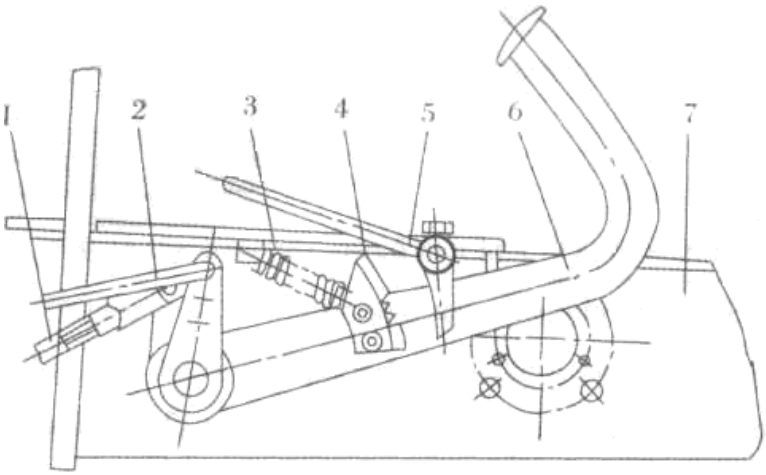

Рис. 2-6 Тормозная система
2.2.9 Педаль тормоза (рис. 2-6)
2.2.10 Рычаг ручного тормоза (рис. 2-6)